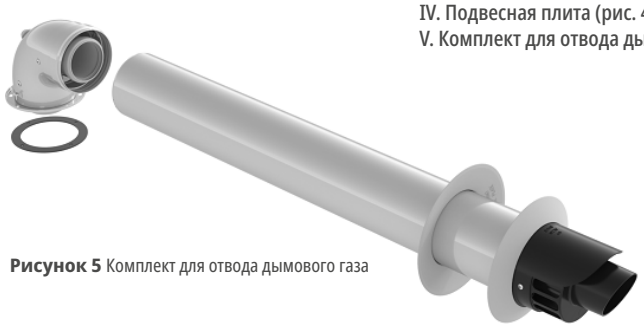

Рисунок 5 Комплект для отвода дымового газа
V. Комплект для отвода дымового газа (рис. 5)